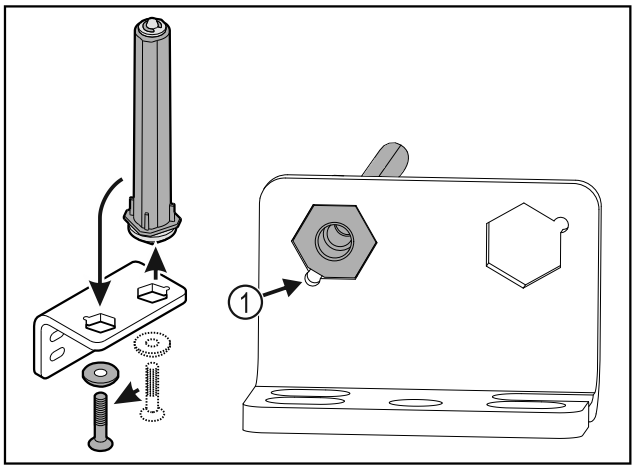

Fig. 29
▶ Aveți în vedere ca la introducere, teșitura bolțului *Fig. 29 (1)* să fie orientată spre orificiul rotund.